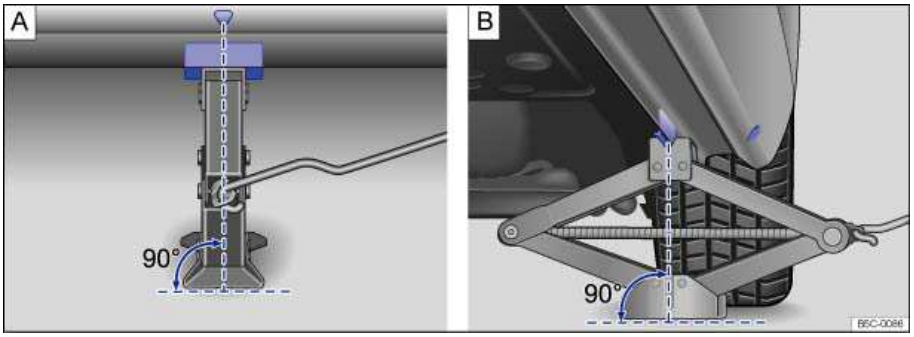

Fig. 167 Jack in position at the left rear lift point.
8. Position the jack so that its base is directly underneath the lift point ⇒ fig. 167, making sure that the entire base of the jack rests securely on the ground.
9. Align the jack and wind up the jack claw at the same time, until the claw cradles the vertical rib underneath the vehicle ⇒ fig. 167 (arrow).
- **Position the jack only at the described vehicle lift points. Before you raise your vehicle, always make sure the jack claw properly grips the vertical rib under the sill so that the jack does not slip off when you are raising the vehicle ⇒ fig. 167.**